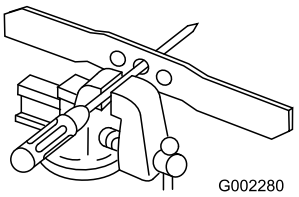

Rysunek 29
1. Sprawdź wyważenie ostrza, umieszczając otwór środkowy ostrza nad gwoździem lub śrubokrętem zaciśniętym poziomo w imadle (Rysunek 29).